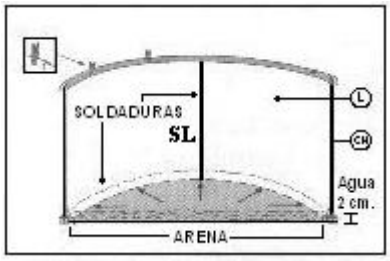

fig. 23
a) Sitúe el liner (L), en el centro de la piscina y despliéguelo hacia los laterales (colocar el lado rugoso hacia arriba y la lisa hacia abajo). La soldadura que une la base de la piscina al lateral tiene que quedar perfectamente arrimada y alineada a los perfiles inferiores de la pared (fig.23). La soldadura del liner debe ser colocada hacia el suelo y la pared de la piscina.